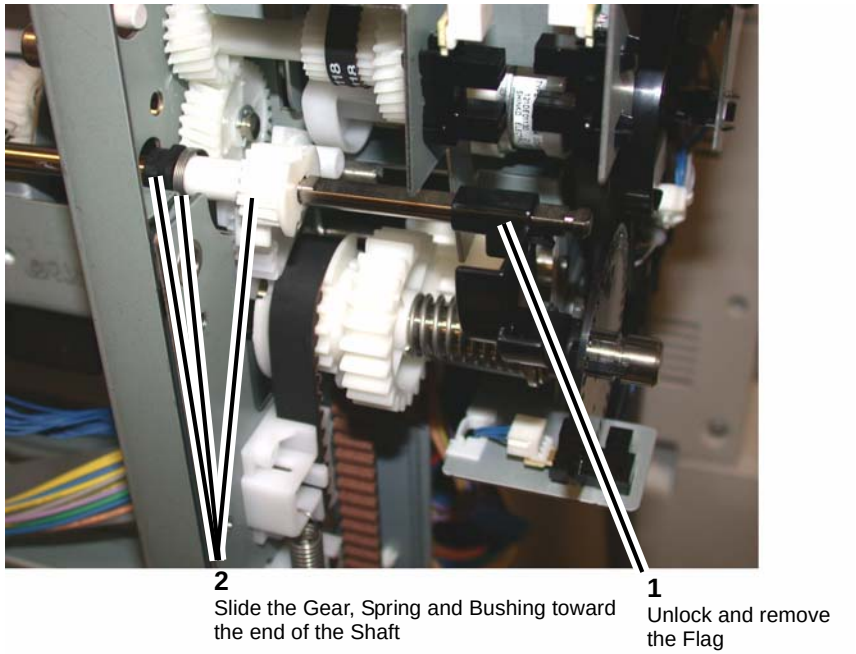

Figure 8 Preparing to remove the Set Clamp Shaft
16. Slide the Gear, Spring and the Bushing away from the frame (Figure 8).